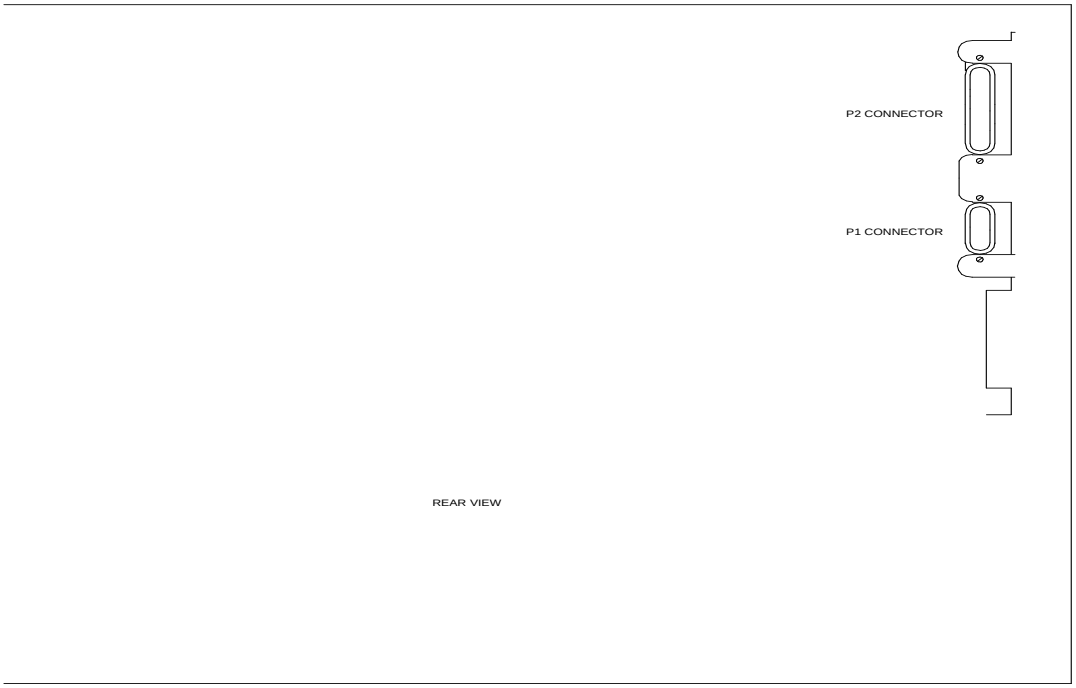

Figure 3-6. Location of P1 and P2 Connectors on DEFINITY Carrier
3. Connect the ‘‘P2’’ and ‘‘P1’’ (large and small) connectors to the ‘‘A’’ carrier (see Figure 3-6). If necessary, to get enough slack in the cables, cut the tie wrap holding the intercabinet cable to the upright in the area of the carrier being installed. Snap the connector lock into place to ensure that the connection is properly made.